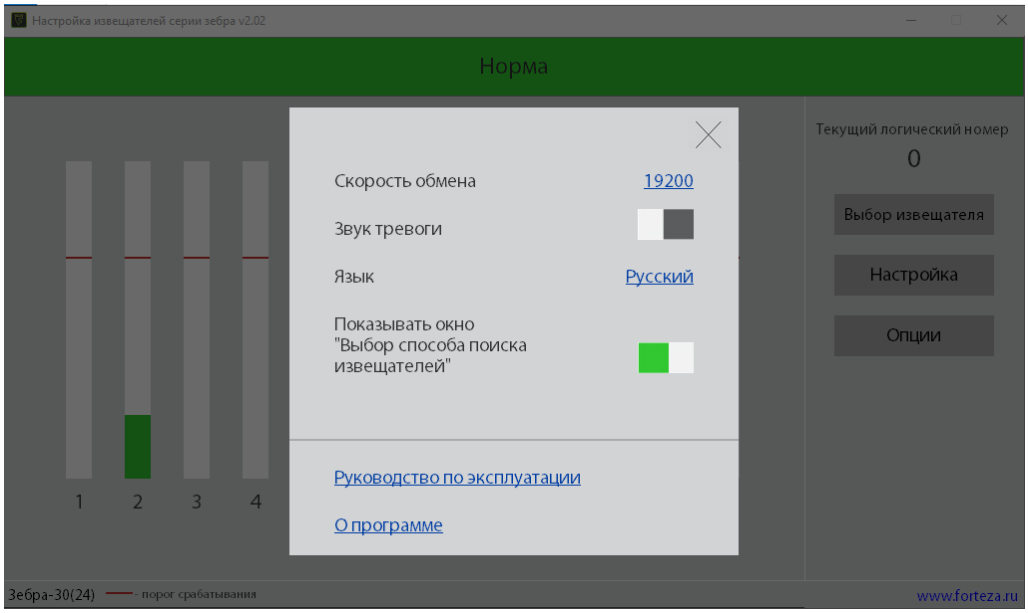
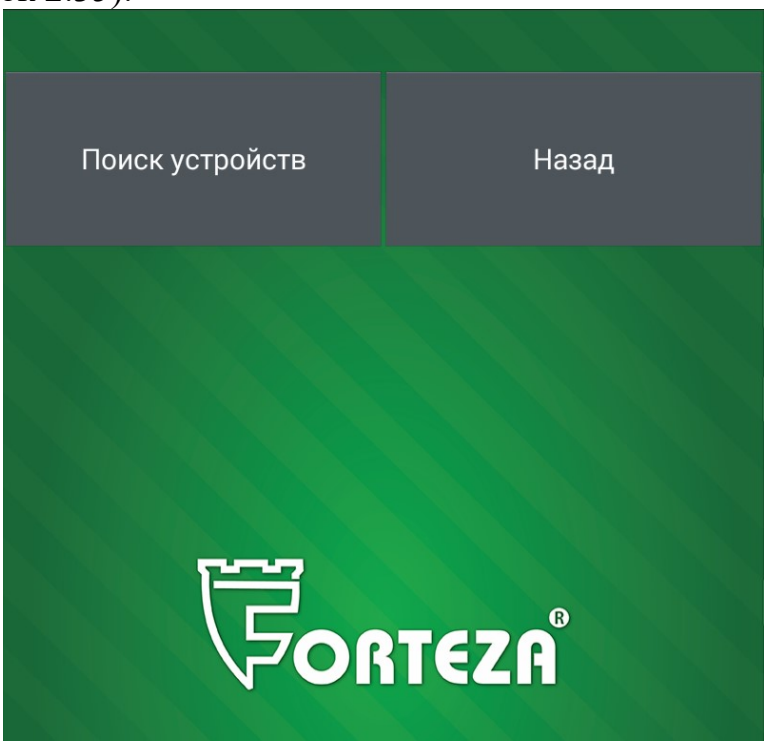

Рисунок 2.24
Рисунок 2.35
2.3.7.5.3 Выбрать тип подключения «Bluetooth» (рисунок 2.24). Bluetooth на Android устройстве автоматически включится и откроется окно программы (рисунок 2.35).